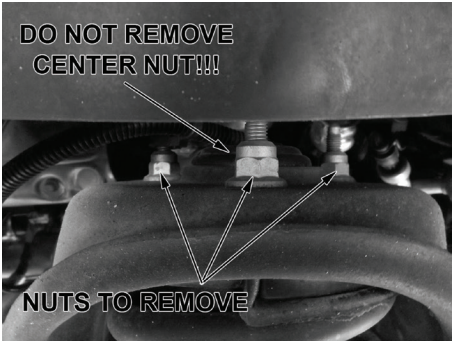

Fig. 1
4. Remove the (3) top nuts (Fig. 1) that secure the stock shock assembly to the vehicle. DO NOT remove center nut; doing so will release the spring